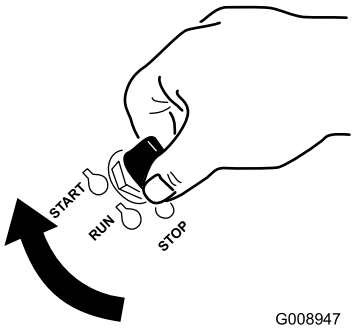

Figure 15
1. Turn the ignition key to the Start position (Figure 15). When the engines starts, release the key.
6. Turn the ignition key to the Start position (Figure 15). When the engines starts, release the key.